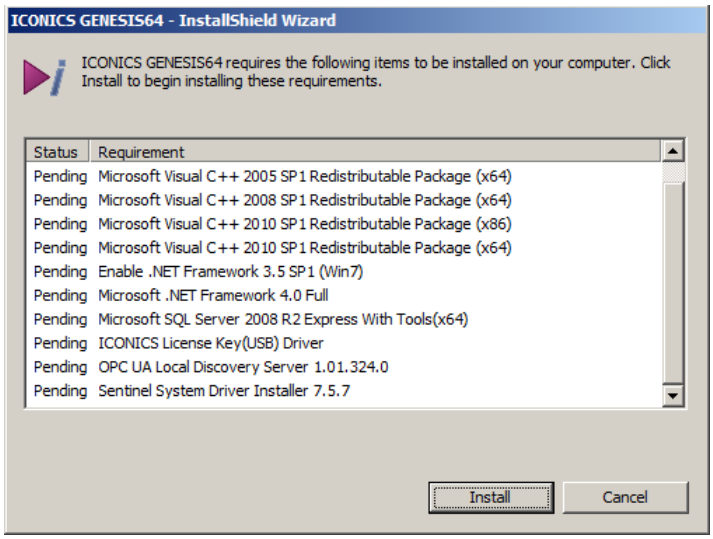

Figure L1.2 - Installation Shield Wizard
2. You should then see the **InstallationShield Wizard** as shown in Figure L1.2. Click on "**Install**" to continue.